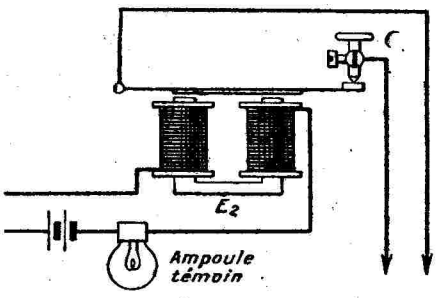

Fig. 6. — Construction du relais E_2.
b) *Relais secondaire* E_2. — (Fig. 6). On peut utiliser pour cette fonction un électro aimant de sonnerie rebobiné et comportant 500 tours de fil 2/10 sur chaque bobine.